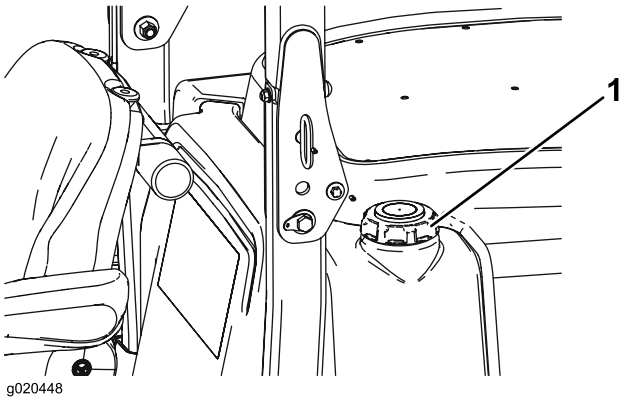

Figur 12
3. Ta bort locket från bränsletanken (Figur 12).